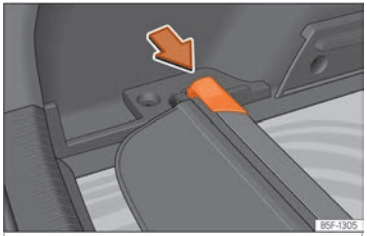

Fig. 128 Dans le coffre à bagages : logement de rangement de la plage arrière.
- Appuyez sur la tête de la plage arrière enroulable dans le sens de la flèche jusqu'à l'insérer dans le logement prévu à cet effet ››› fig. 128.